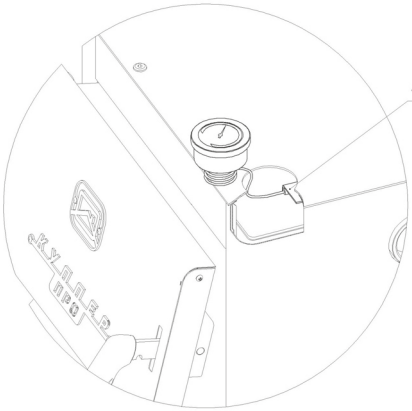

Рисунок 6.1
1. Завести термобаллон термометра через отверстие в крышке под пластину крепления рис. 6.1.